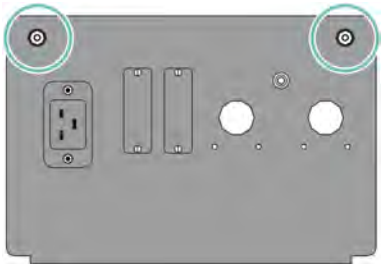

Fig. 10: Screw positions, protective plate
3. Loosen the 2 internal hexalobular screws (T15) on the protective plate and remove (*Fig. 10*).